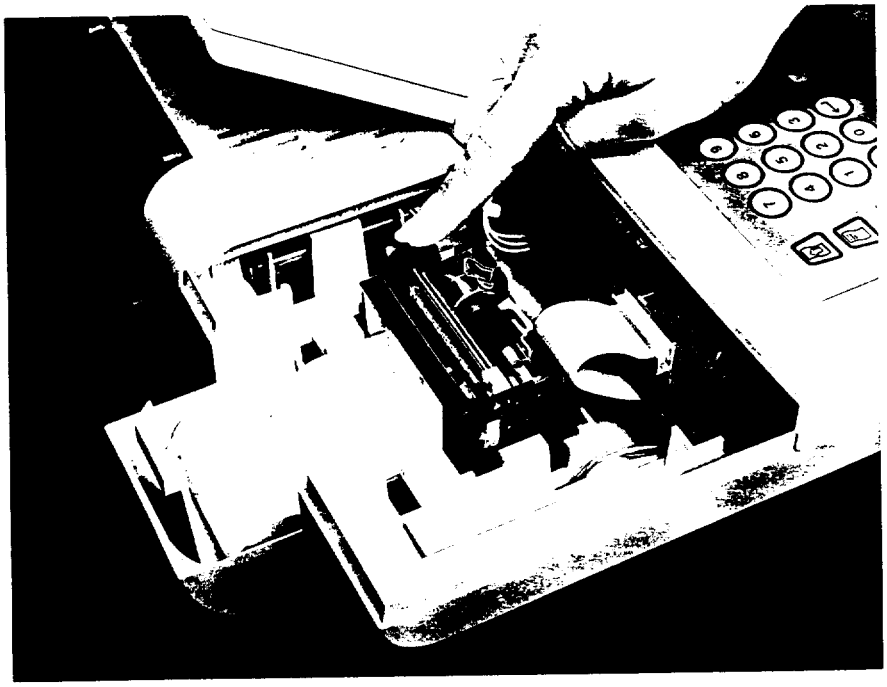

Figure 6-6
4. Feed the paper under the roller, as shown in the diagram in the printer, and advance the paper through the printer by rotating the knob on the right side of the printer (Figure 6-6). If the paper does not catch immediately, gently feed the paper into the roller while continuing to rotate the knob. To make insertion easier, be sure the leading edge is a clean, straight cut; trimming the paper to a point may also assist in easier insertion.